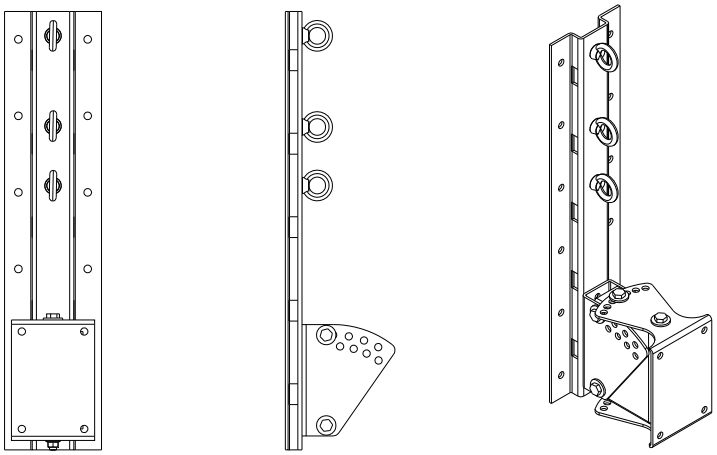
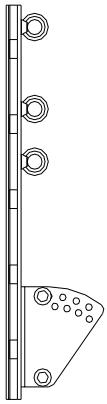
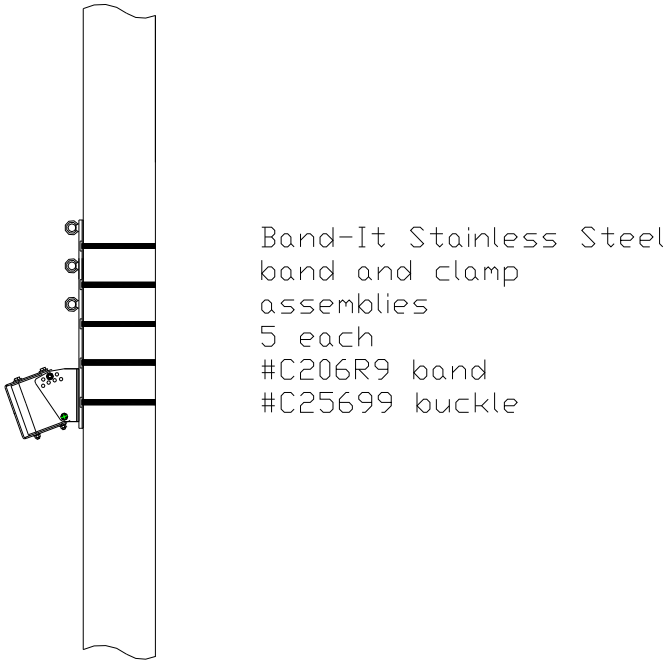

Figure 1
Figure 1a
Figure 6
The PT-70-2 and PT-35-2 consist of three parts: the wall bracket, the loudspeaker bracket, and the Link. The PT-70-2 wall bracket and loudspeaker bracket are shown in Figure 1. Figure 1a shows the wall bracket portion of the PT-70-2. The PT-70-2 bracket allows the loudspeaker to be oriented from a 0 degree down tilt to a maximum down tilt of 35 degrees in 5 degrees increments. The PT-35-2 allows a down tilt of 40 degrees in 8 degree increments.
1. Mount the wall bracket section (see figure 1a) of the bracket to the pole at the desired height on the pole. The bracket is mounted to the pole using BAND-IT stainless steel bands. DO NOT SUSTITUTE bands of other material or other widths! There are five locations on the pole bracket for bands. ALL 5 LOCATIONS MUST BE USED on the PT-70-2. There are 3 locations for the PT-35-2 and ALL 3 slots MUST BE USED. Figure 6 below illustrates the locations for the stainless steel band clamps.(PT-70 is shown)